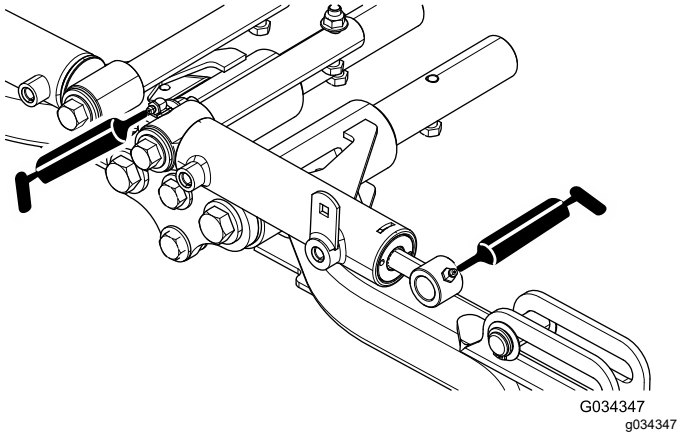

Figur 55
- Forreste løftearms drejetapper og løftecylindere (3 hver). Se Figur 55.